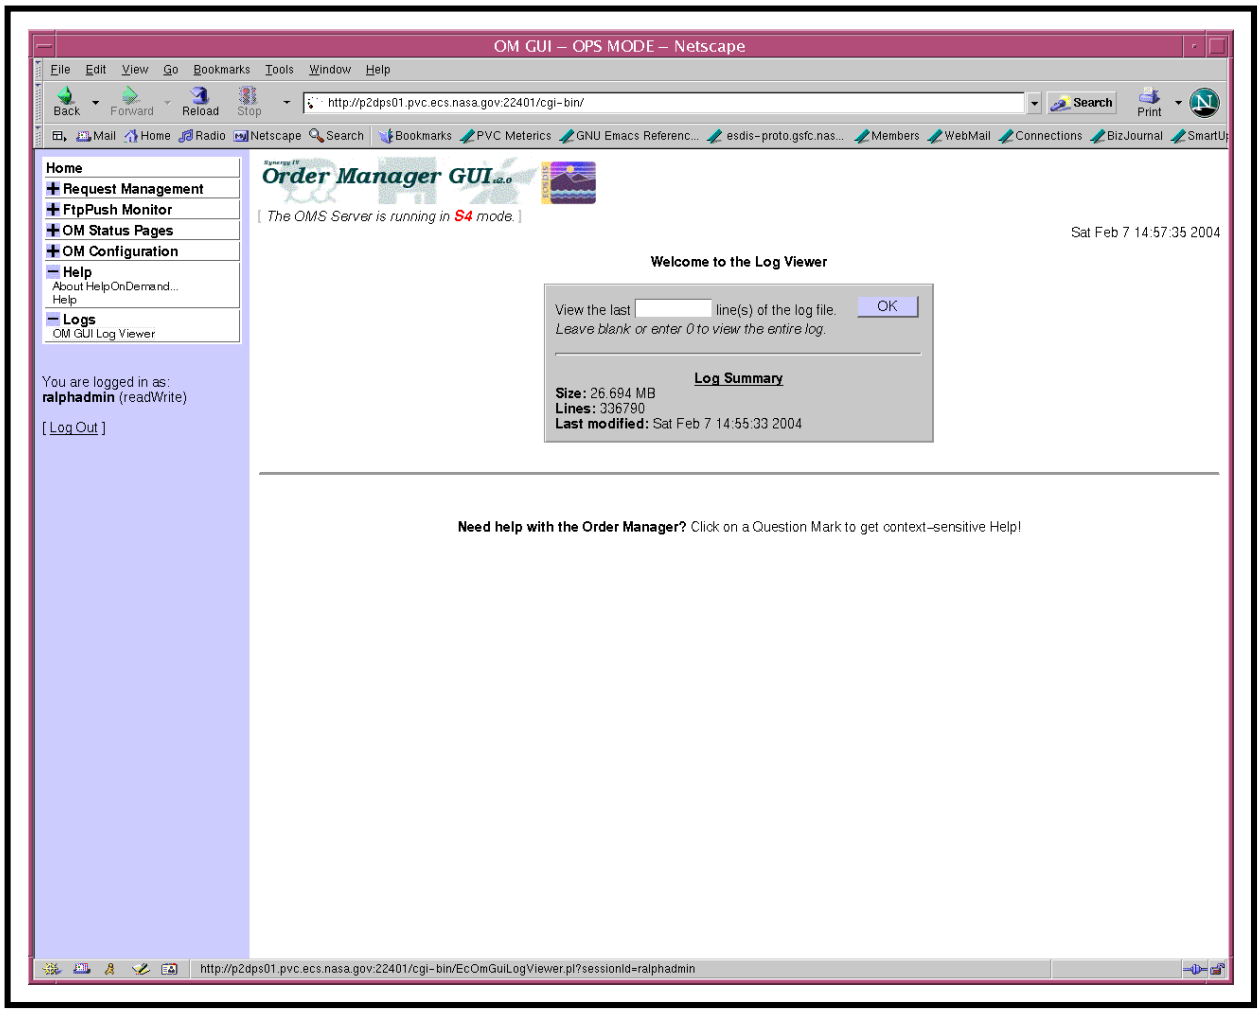

Figure 63. OM GUI Log Viewer Page
The **OM GUI Log Viewer** page (Figure 63) provides the Distribution Technician with a means of checking entries in the OM GUI log. The log file that the log viewer displays is located under the cgi-bin/logs directory where the **OM GUI** is installed. It is not the web server log or the SYSLOG. It is a log that is specifically generated by and for the **OM GUI**.
2 If the **OM GUI Log Viewer** page (Figure 63) is not already being displayed, click on the **OM GUI Log Viewer** link in the navigation frame of the **OM GUI**.
- The **OM GUI Log Viewer** page (Figure 63) is displayed.